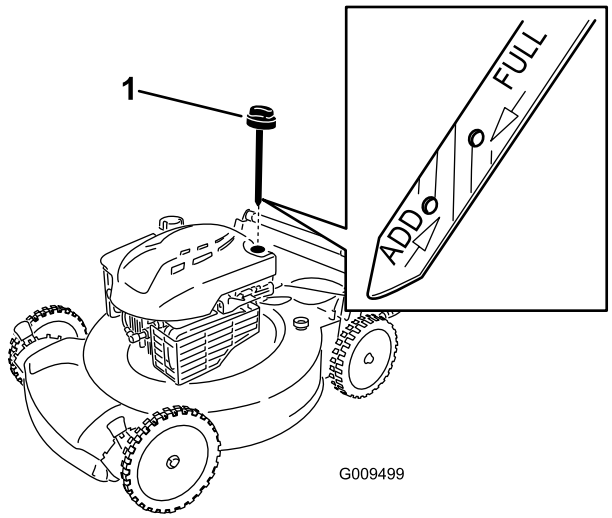

**Figuur 8**
2. Verwijder de peilstok (Figuur 8).
5. Haal de peilstok eruit en controleer het oliepeil; zie Figuur 8.